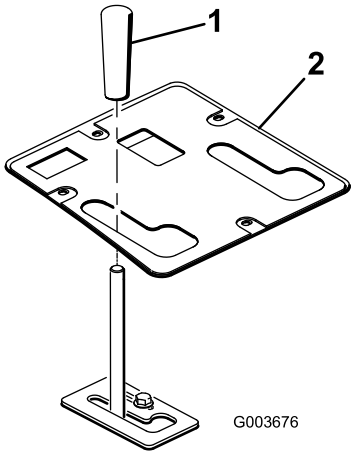

Figura 27
11. Fixe o painel de controlo no local com os dispositivos de fixação previamente removidos (Figura 27).
12. Instale o manípulo na alavanca de elevação (Figura 27).